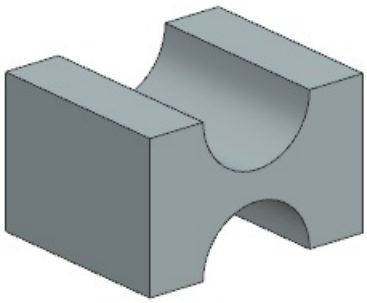

Figure 2-79 *Extruded model for Tutorial 3*
7. Press the Ctrl+B keys; the **Class Selection** dialog box is displayed. Select the sketch of the extruded feature to hide it. Next, choose the **OK** button from the dialog box. Figure 2-79 shows the extruded feature after hiding its sketch.